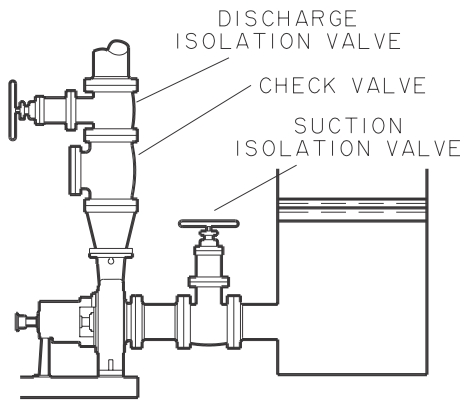

Fig. 30
1. Slowly open the suction valve (Fig. 30).